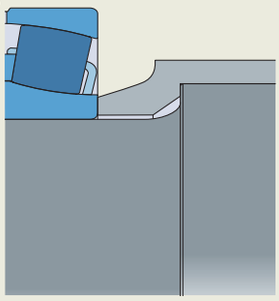

Fig. 18
- solo un manguito de fijación (**fig. 18**), si no se requiere un posicionamiento axial preciso y las cargas axiales no superan la fricción entre el manguito y el eje